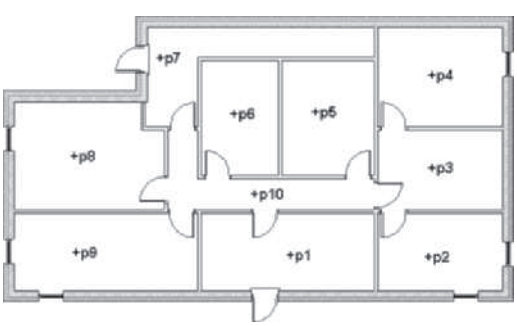

FIGURE 11.99 *Spaces for level 1*
10. Choose the Lobby space from the Spaces tool palette. Set Tag = None, Create type = Generate, and Geometry Type = Extrusion. Select the space at p1 as shown in Figure 11.99. Press ESC to end the command.
11. Choose the **Office (Small)** space from the Space tool palette. Verify that Create type = Generate and Tag = None in the Properties palette. Select the spaces in the rooms at **p2**, **p3**, **p4**, **p8**, and **p9** as shown in Figure 11.99. Press ESC to end the command.
12. Choose the **Restroom—Women (Medium).** Verify that Create type = Generate and Tag = None in the Properties palette. Select the space in room **p5** as shown in Figure 11.99. Press ESC to end the command.
13. Choose the **Restroom—Men (Medium)** space tool from the Spaces tool palette. Verify that Create type = Generate and Tag = None in the Properties palette. Select the space in room **p6** as shown in Figure 11.99. Press ESC to end the command.
14. Choose the **Stairway** space tool from the Spaces tool palette. Verify that Create type = Generate and Tag = None in the Properties palette. Select the space in room **p7** as shown in Figure 11.99. Press ESC to end the command.
15. Choose the **Corridor** space tool from the Spaces tool palette. Verify Create type = Generate and Tag = None in the Properties palette. Select the space in room **p10** as shown in Figure 11.99. Press ESC to end the command.
Select object to tag: *(Select the User Single hatch pattern of the space at* p1 *as shown in Figure 11.99.)*
Select object to tag: *(Press the down arrow, choose* Multiple, *and choose the remaining spaces in the following order*: p2, p3, p4, p5, p6, p7, p8, p9, *and* p10 *as shown in Figure 11.99. Press ENTER to end selection. Click OK to dismiss the Edit Property Set Data dialog box. Press ESC to end the command.)*
21. Select the tag for the spaces placed at **p7** and **p10** as shown in Figure 11.99. Drag each tag to the middle of the space.